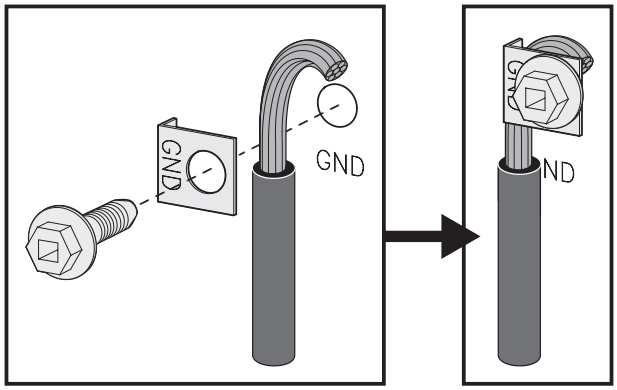

Fig. 17
3. (Connexion permanente à 4 fils UNIQUEMENT) Connectez le fil de mise à la terre (vert) au cadre de l'appareil à l'aide de la vis et de la plaque de mise à la terre, comme illustré à la Fig. 17. Assurez-vous d'utiliser le même trou dans le cadre où la vis de mise à la terre a été installé à l'origine